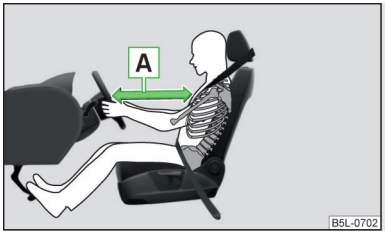

Fig. 9
- Es importante que el conductor y el acompañante mantengan una distancia mínima de 25 cm con respecto al volante o al tablero de instrumentos » fig. 9 A. Si no respeta esta distancia, el sistema de airbag no podrá protegerle. ¡Peligro de muerte! Además, los asientos delanteros y los reposacabezas siempre deben estar correctamente ajustados a la estatura del ocupante.